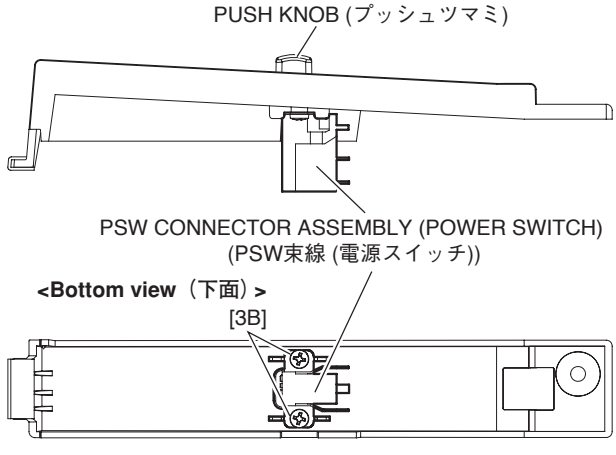

Fig. 7（図7）
11-6 Remove the two (2) screws marked [3B], and pull out the push knob afterwards. The PSW connector assembly (power switch) can then be removed. (Fig. 7)
11-6 プッシュツマミと [3B] のネジ 2 本を外して、PSW 束線（電源スイッチ）を外します。(図 7)